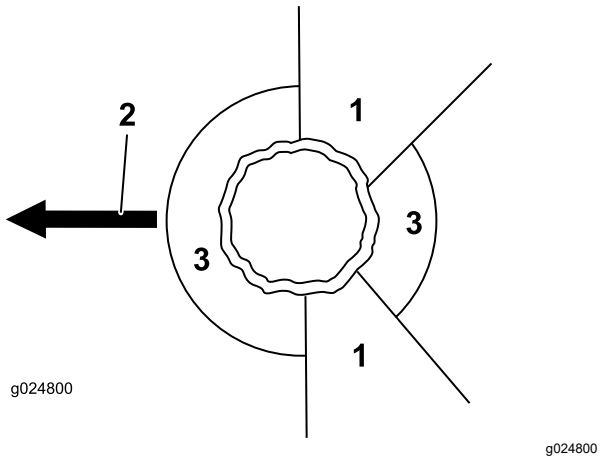

Figura 16
2. Determine una vía de escape despejada y segura para retirarse de la zona de peligro, consulte Figura 16.